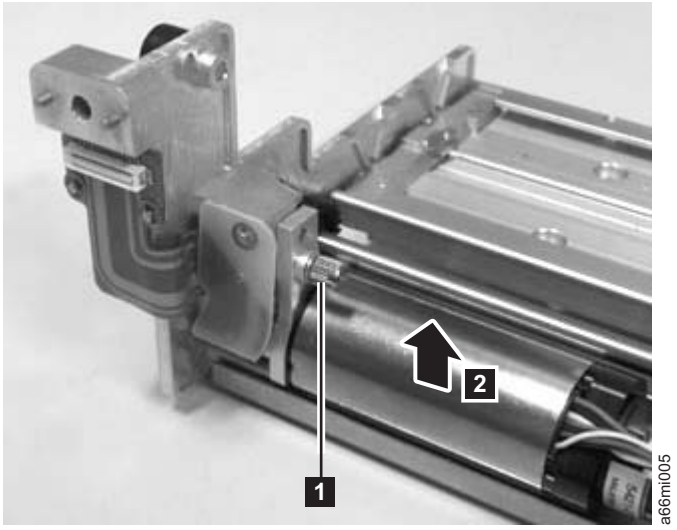

Figure 7-63. Y motor thumb screw
5. Use a small flat blade screw driver to pry up on the small white connector (**2** in Figure 7-63) gently working the screw driver blade along the entire outside edge of the connector.
6. Loosen the thumb screw (**1** in Figure 7-63), slide the motor to the left, then lift the motor out of the Robot Assembly (**2** in Figure 7-63).